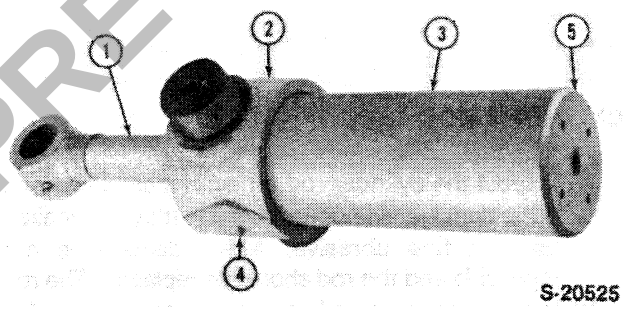

Figure 148
3. Remove the locking screw (4) from the trunnion, Figure 148.